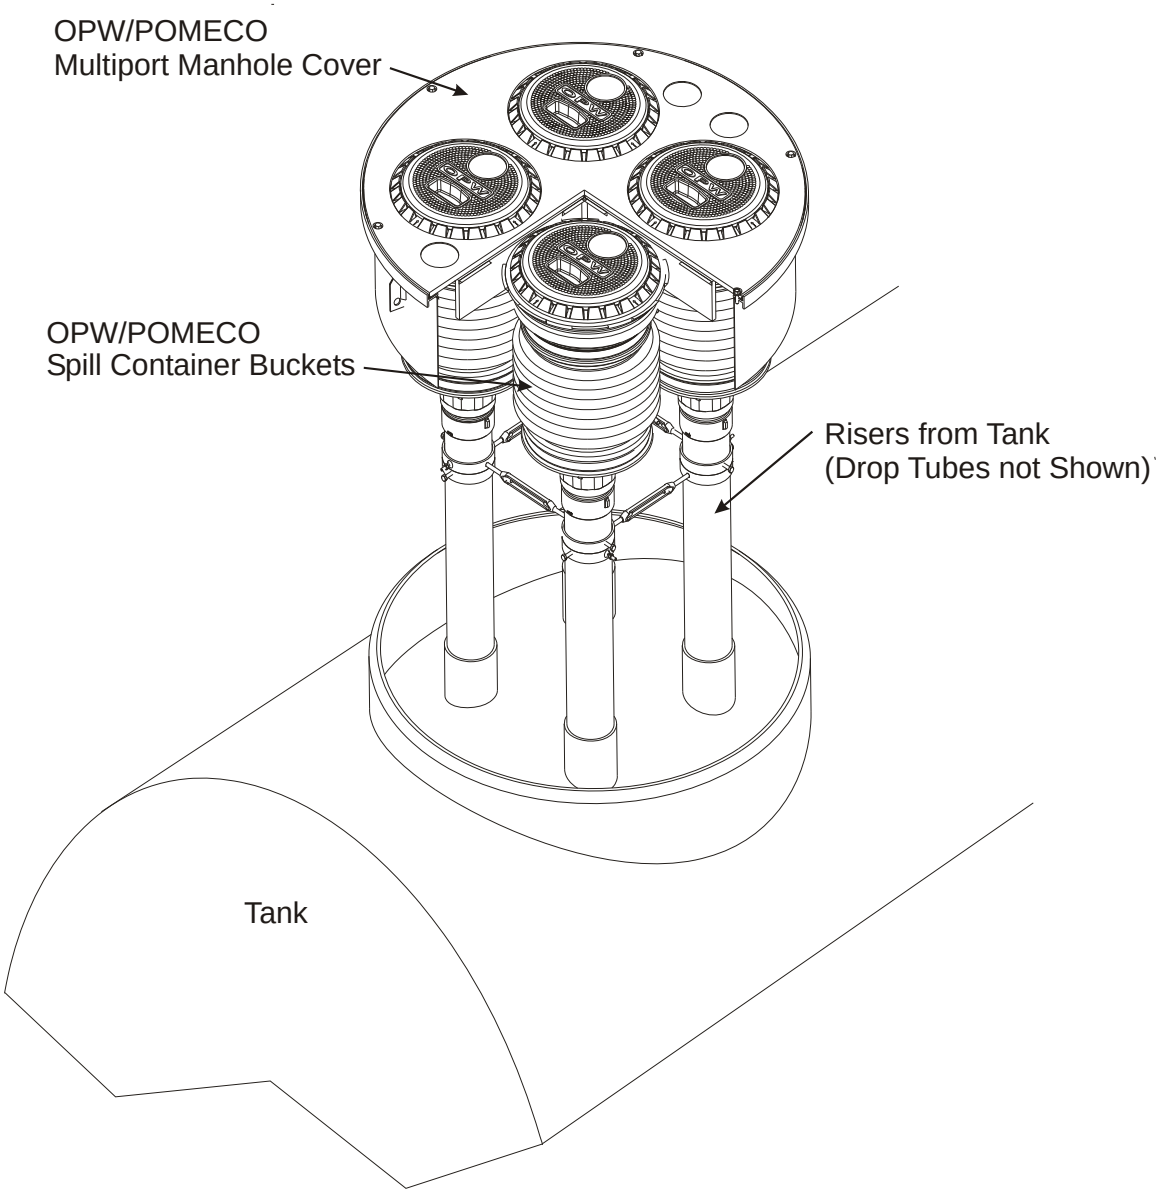
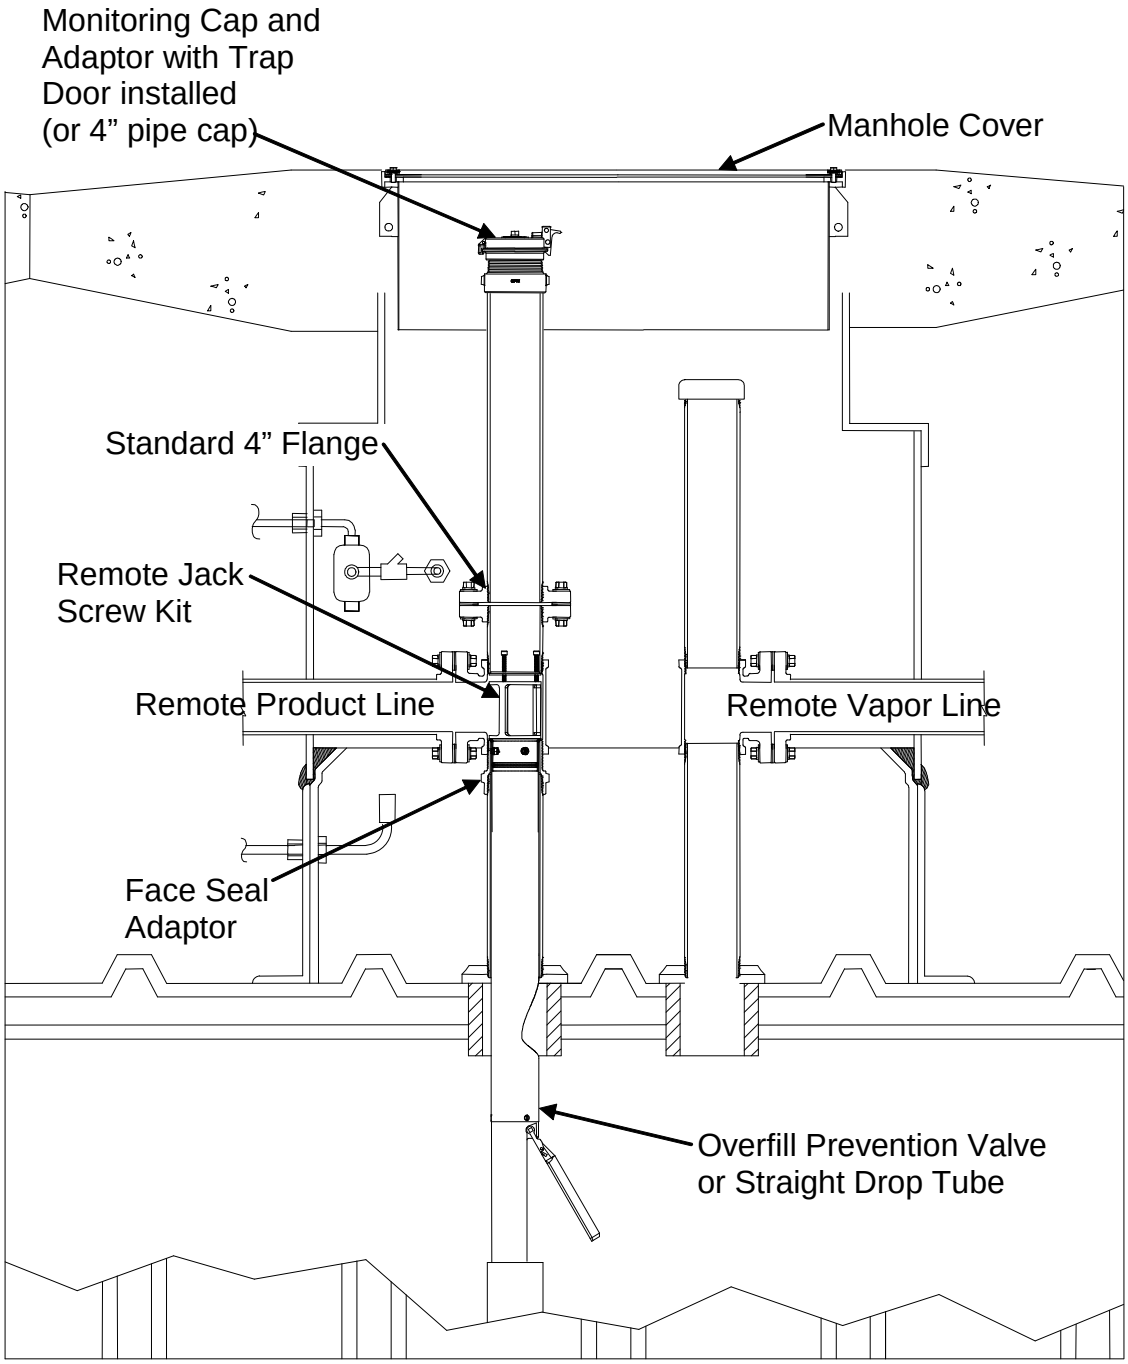

Figure 2D
Figure 2F
2. Typical installation of the OPW remote fill system is shown in Figures 2D and 2E. Typical installation of the OPW remote additive fill system is shown in Figure 2F.